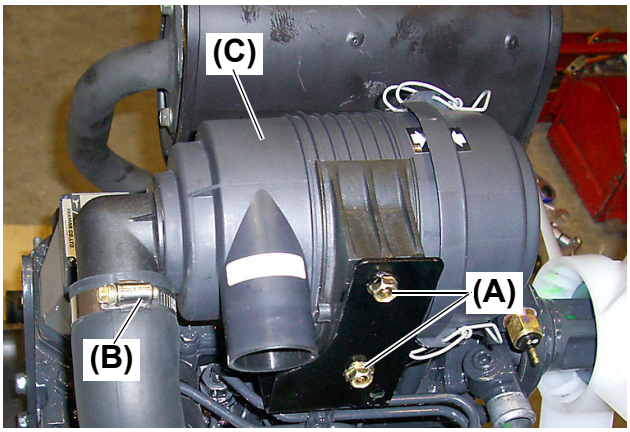

Fig. 3
3. Loosen the hose clamp **(Fig. 3, (B))** and remove the hose from the air cleaner.
4. Remove the two (2) M8 × 16mm (L: 0.64 in.) bolts **(Fig. 3, (A))** that secure the air cleaner **(Fig. 3, (C))** to the air cleaner bracket.